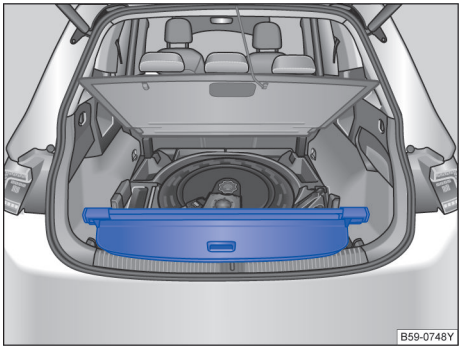

图 194 行李厢地板下方：存放行李厢盖板
– 将拆卸下来的行李厢盖板放置在侧边托架的前部凹槽上→ 图 194。